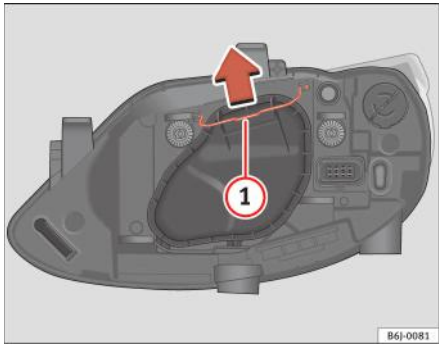

Fig. 140 Faza scurtă / faza lungă, farul simplu
– Deplasați clema ⇒ fig. 140 (1) în sensul săgeții şi scoateți capacul.